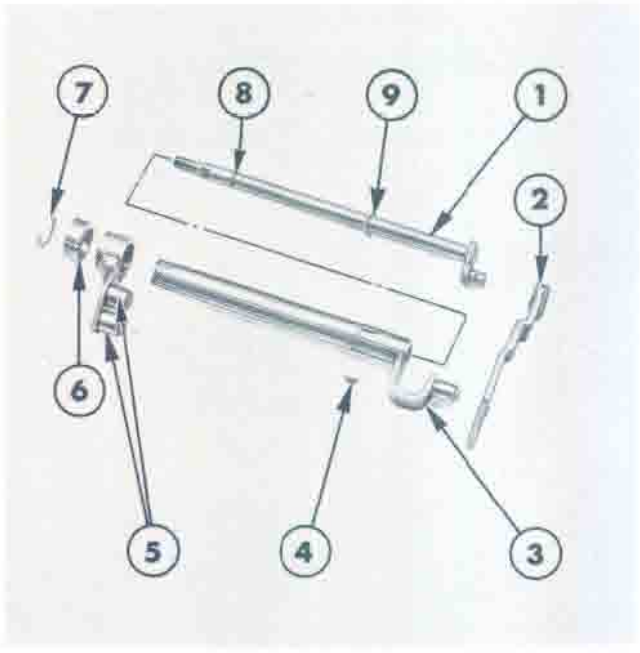

Figure 44
23. Remove the snap ring from the draft control lever shaft and remove the cam, the shaft key and the position control rollers, Figure 44.